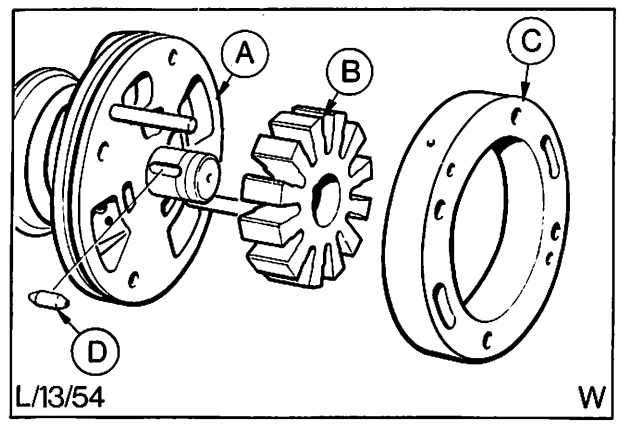

Abb. 70 Pumpe teilweise zerlegt
8. Mit Hilfe der beiden Hebel in der Nähe der Führungsstifte das Hauptgehäuse entfernen, Abb. 70.